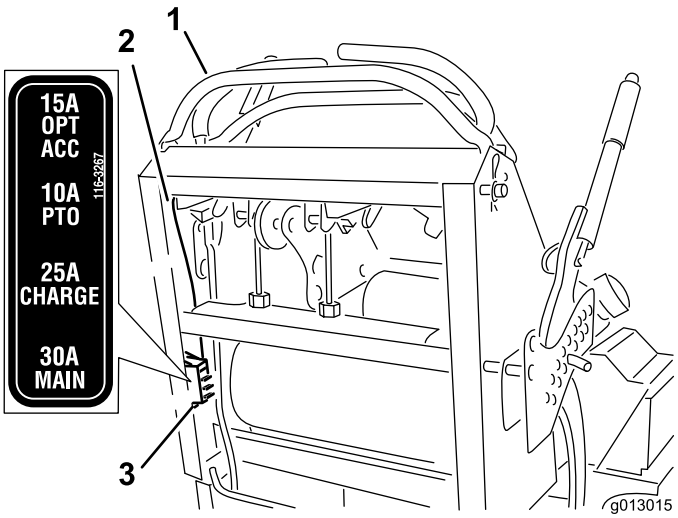

**Figuur 54**
2. trek de zekering eruit om deze te verwijderen en te vervangen (Figuur 54).